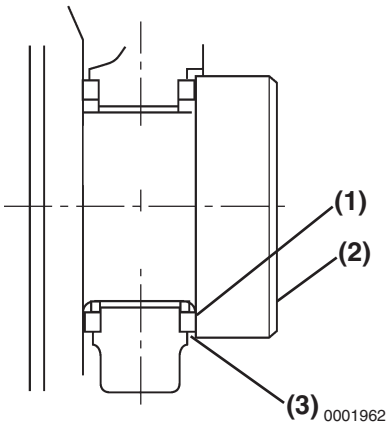

Figure 6-56
- **Method B:** Use a feeler gauge to measure the clearance **(Figure 6-56, (3))** between the thrust bearing **(Figure 6-56, (1))** and crankshaft **(Figure 6-56, (2))**. Record the measurement. *See Thrust Bearing on page 6-9 for the service limit.*